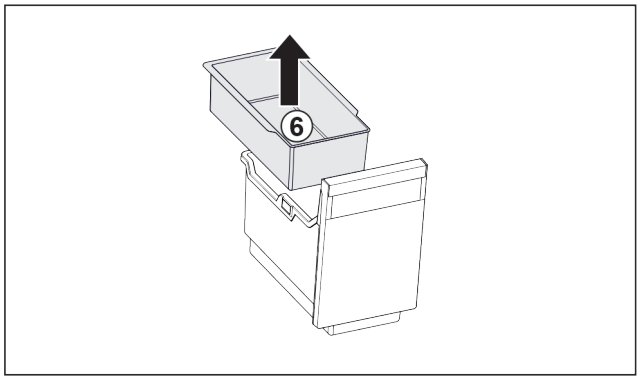

Fig. 85
- ▶ Remove the hang-on tray *Fig. 85 (6)*.